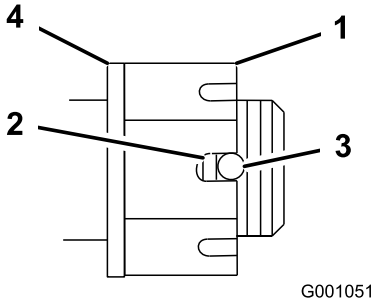

Figur 49
4. Dra åt spårmuttern till 170 Nm (Figur 49).
5. Kontrollera avståndet från spårets botten i muttern till hålets innerkant. Högst två gängor ska synas (Figur 49).
7. Dra åt spårmuttern till 170 Nm (Figur 49).
8. Dra åt muttern tills nästa uppsättning spår är i linje med hålet i axeln (Figur 49).